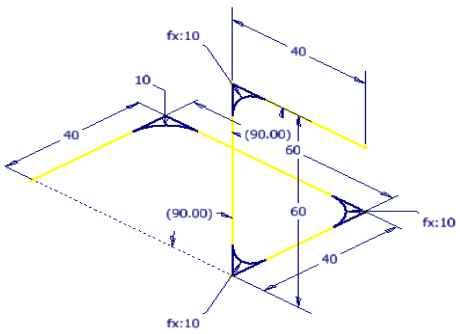

***Figure 18-46*** *3D Sketch after turning off the visibility of the 2D sketches*
6. Now, turn off the visibility of the two 2D sketches using the **Browser Bar**. The 3D sketch after turning off the visibility of the 2D sketches is shown in Figure 18-46.